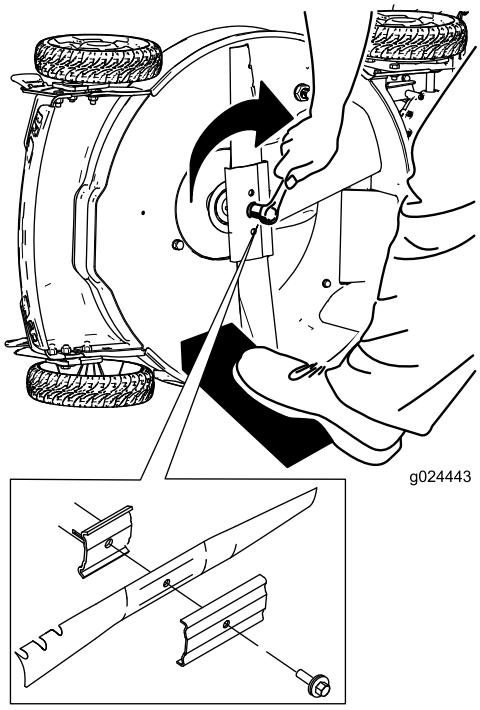

Rysunek 26
5. Załóż nowe ostrze, przykręcając śrubę ostrza (Rysunek 26).